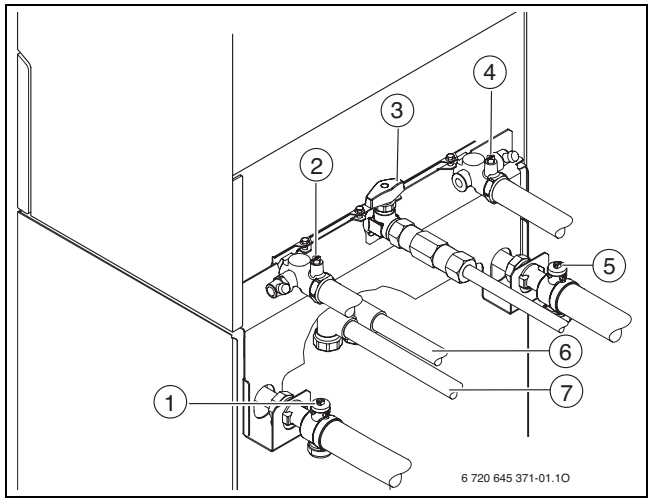

Bild 13
- Wartungshähne für Wasser und Gas (→ Bild 13)